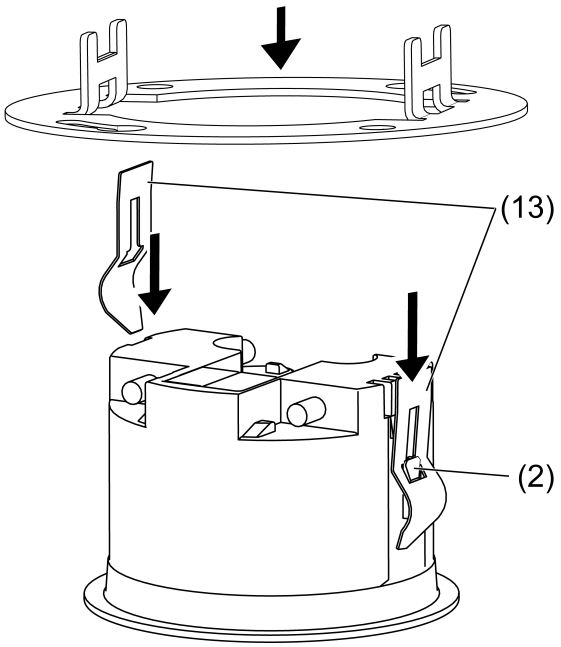

Bild 9
- Skjut på klämfjädrarna (13) positionsriktigt bakifrån på styrningarna (2) tills de hakar fast (Bild 9).